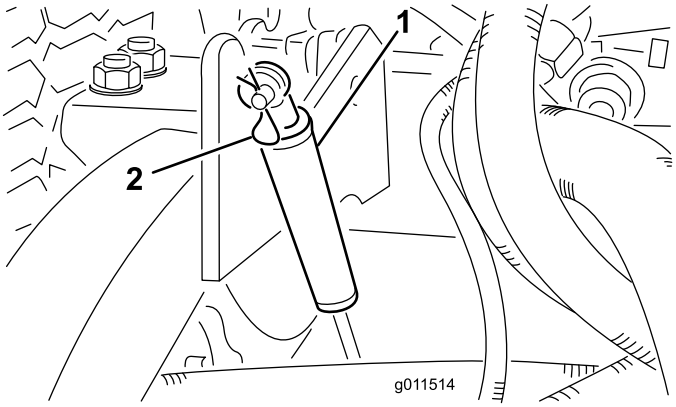

Bild 75
2. Nehmen Sie den Splint ab, mit dem die Stoßdämpfer an den Hubarmen befestigt sind (Bild 75).